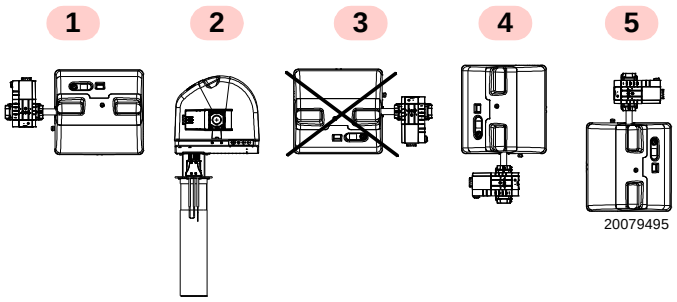

Fig. 7
- Il bruciatore è predisposto esclusivamente per il funzionamento nelle posizioni **1**, **2**, **4 e 5** (Fig. 7).